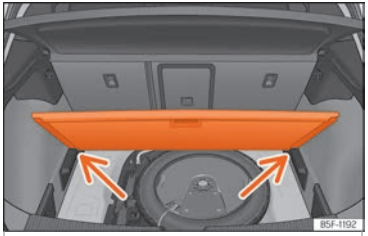

Fig. 130 Suelo variable del maletero: posición inclinada.
- Apoye el piso sobre los alojamientos previstos para tal uso ››› **fig. 130** (flechas).